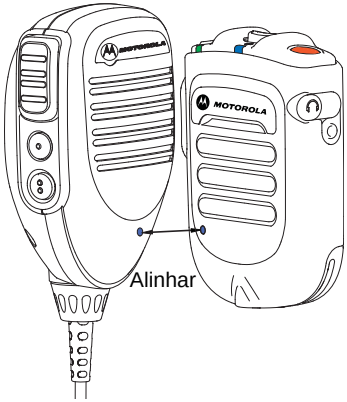

Figura 2.10: Emparelhamento do WRSM
2. Posicione o ponto azul (local de emparelhamento seguro) no WRSM a uma distância de 2,5 cm (1 pol.) do ponto azul (local de emparelhamento seguro) do microfone móvel com gateway. Consulte a Figura 2.10.